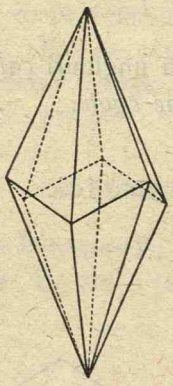

Fig. 104. Scalenoedrul.
5. **Scalenoedrul** e tot o formă hemiedrică și poate fi derviat din romboedru, Figura 105 arată cum derivă scalenoedrul din romboedru, înlocuind prin fețe muchiile culminante. Scalenoedrul are 12 fețe în formă de triunghiuri scalene Când e complect, fig. 104 se recunoaște ușor prin forma